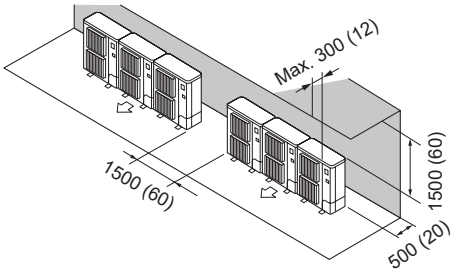

Fig. 2-13
(2) Obstacles uniquement à l'arrière et au-dessus (Fig. 2-13)